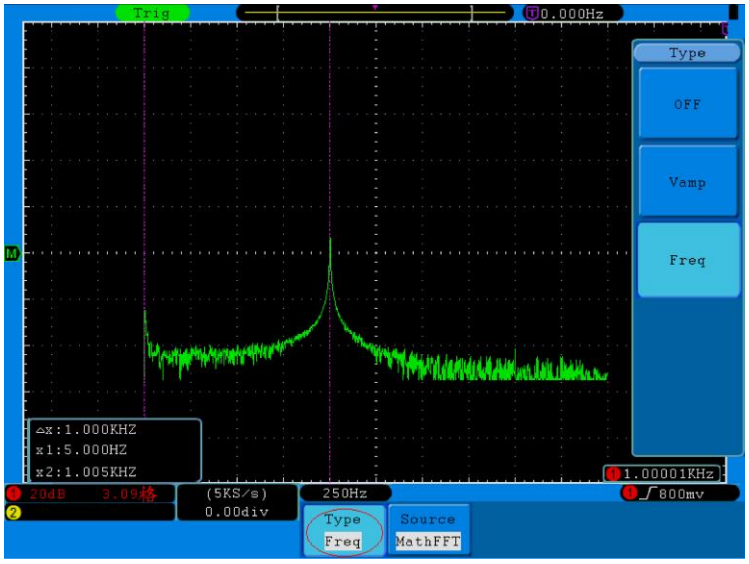

Abb. 75 Wellenform der Freq-Cursormessung
3. Stellen Sie die Positionen von Cursor1 und Cursor2 mithilfe des Einstellknopfes **VERTICAL POSITION** von CH1 und CH2 entsprechend der gemessenen Wellenform ein. Das Fenster unten links zeigt den Differenzwert der beiden Cursor und die aktuelle Position an. (Siehe **Abb. 75**).